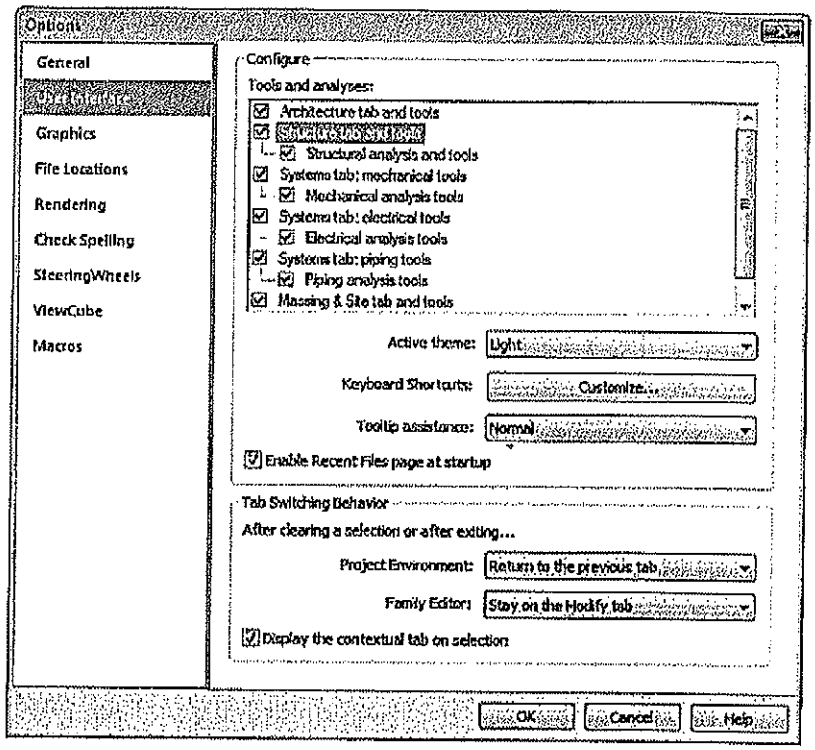

Figure 2
3. In the *Configure* area, under *Tools and analyses* (as shown in Figure 2), clear all of options that you do not want to use.